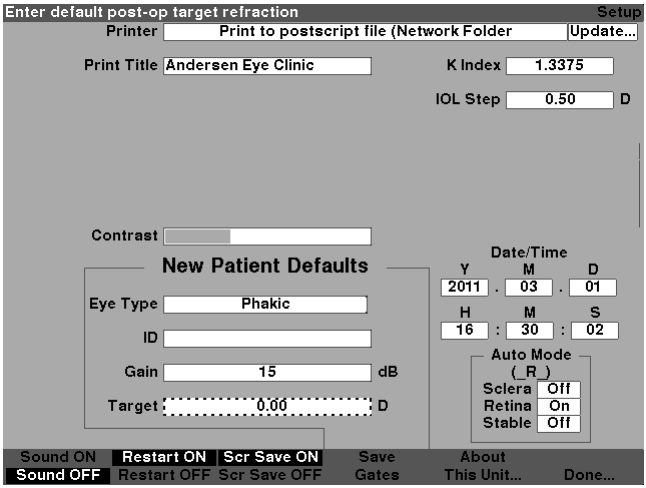

Figure 5-52 Target Field Activated
2. Press the knob or the √ button, to activate the field, indicated by the dashed border as shown in figure 5-52.